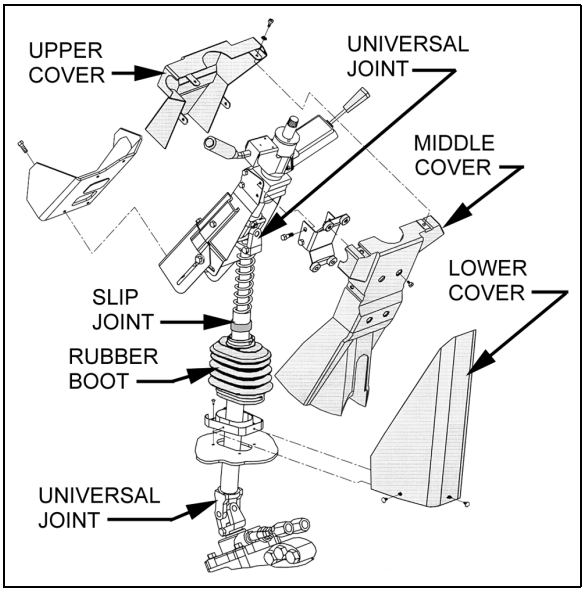

FIGURE 4: STEERING COLUMN 14040
To disassemble the steering column from system, refer to Figure 4. The steering column has no lubrication points. The lower steering column U-joint is easily accessible through the front service compartment. The upper steering column U-joint and the steering slip joint are accessible from the front driver's area. To access these joints, proceed as follows:
1. From the front driver's compartment area, remove the three plastic fasteners on steering column lower cover. Remove the lower cover (Fig. 4).